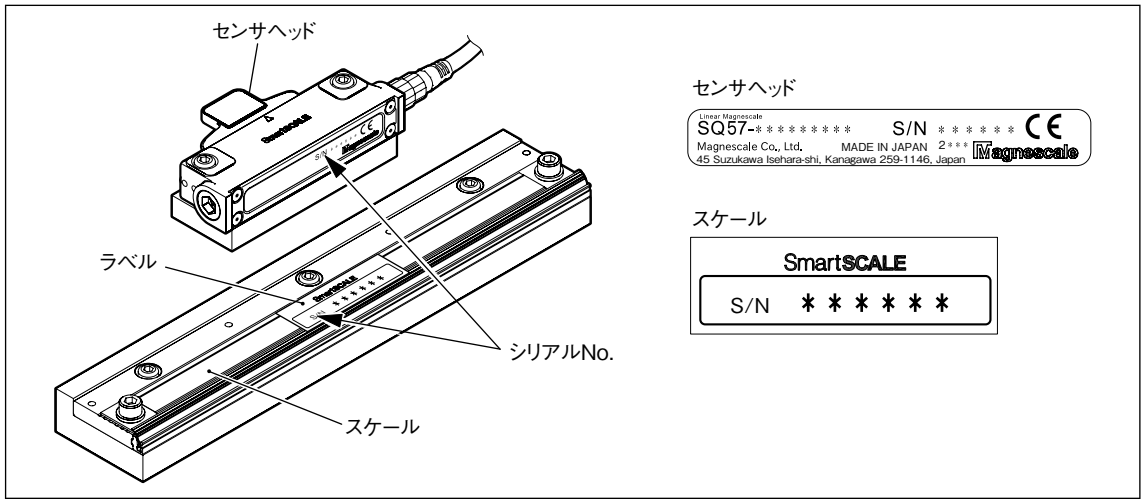

図 3-6
2. スケールに貼付けられているラベルで、シリアル No. がセンサヘッドのシリアル No. と同じであることを確認します。(図 3-6 参照)